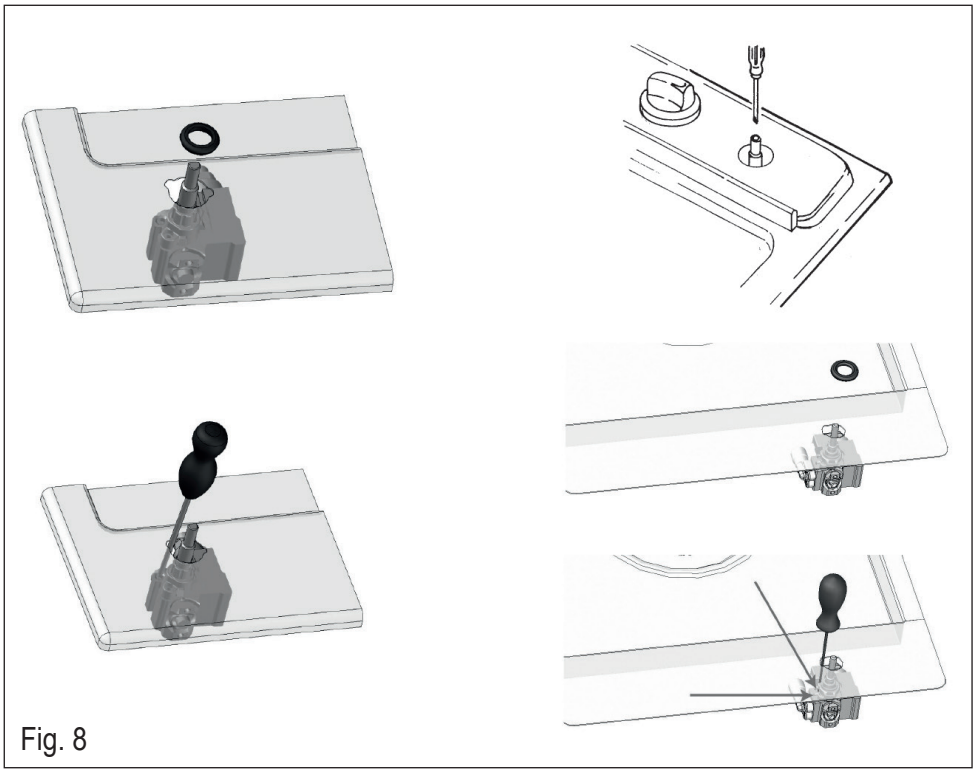

Fig. 8
- para la regulación del mínimo, usar un destornillador apropiado en el tornillo puesto sobre la llave (Fig. 8) después de averlo girado en la posición de mínimo. Para GPL (Butano/propano) atornillar a fondo.